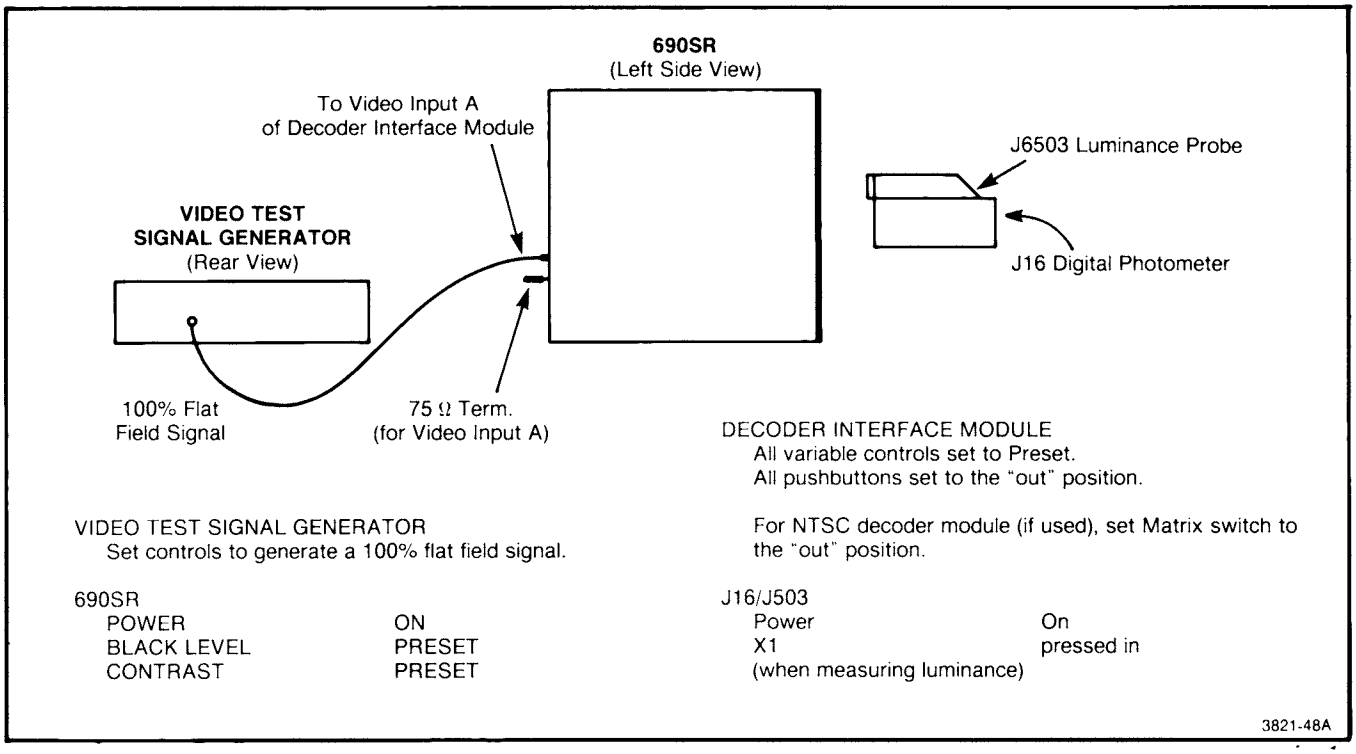

Fig. 6-4. Equipment setup conditions for step 3.
a. Use the same equipment setup conditions and front-panel control settings as shown in Fig. 6-4.
a. Continuing from step 3, check that the equipment setup conditions are the same as shown in Fig. 6-4. The
control settings are the same as given in Fig. 6-4 except as follows: Set the video test signal generator controls to obtain a 7.5 IRE flat field output signal for use with the NTSC television standard. A 7.5% IRE flat field signal can be obtained from a NTSC color bar generator. For PAL and SECAM, use a 0% flat field signal.
a. Use Fig. 6-4 as a guide for the equipment setup conditions and control settings except as follows: Use an optical comparator instead of the J16/J6503 Photometer.
a. Use Fig. 6-4 as a guide for the equipment setup conditions and control settings, except as follows: Set the video test signal generator controls so the output is a field squarewave signal.